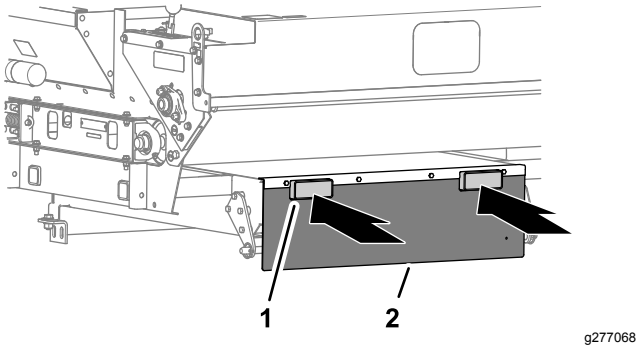

Figure 8
- If you are using a forklift to lift the topdresser, insert the forks through the lift tubes (Figure 8) at the rear flap.